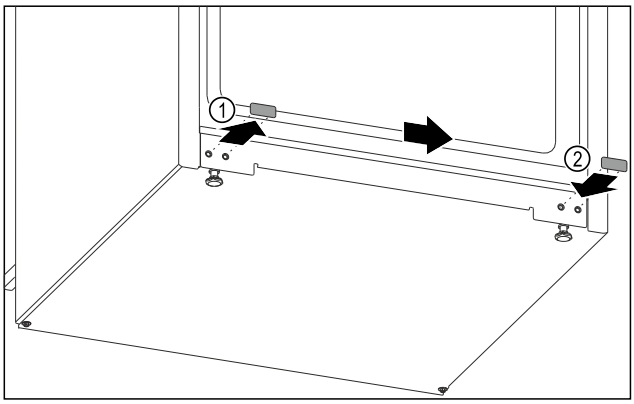

Fig. 12
- ▶ Dra ut täckplugg. *Fig. 12 (1)*
- ▶ Sätt in täckplugg på motsatta sidan. *Fig. 12 (2)*